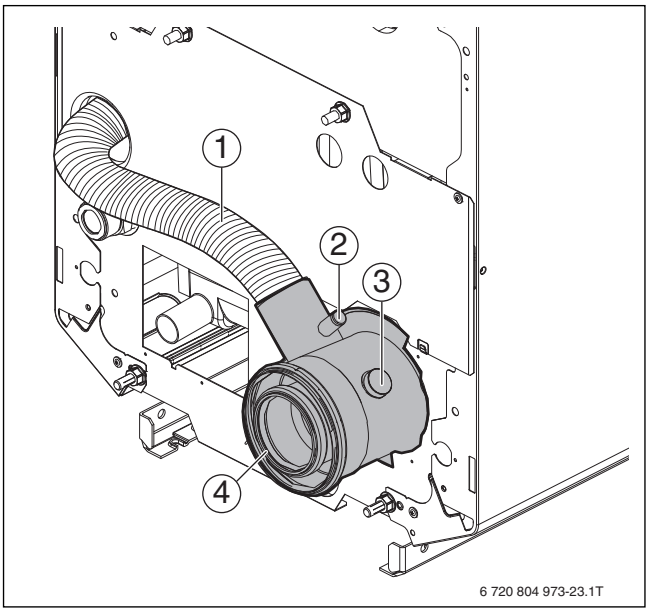

Fig. 22 Tronchetto aria e gas combusti
Le misurazioni si effettuano di norma nel tronchetto aria e gas combusti (→ fig. 22, [3]).
- ▶ Immergere la sonda di misurazione fino nel flusso centrale dei fumi (al centro del tubo, dove è massima la temperatura dei fumi) attraverso l'apertura di misurazione nel tronchetto di collegamento gas combusti (→ fig. 22, [3], pag. 16).